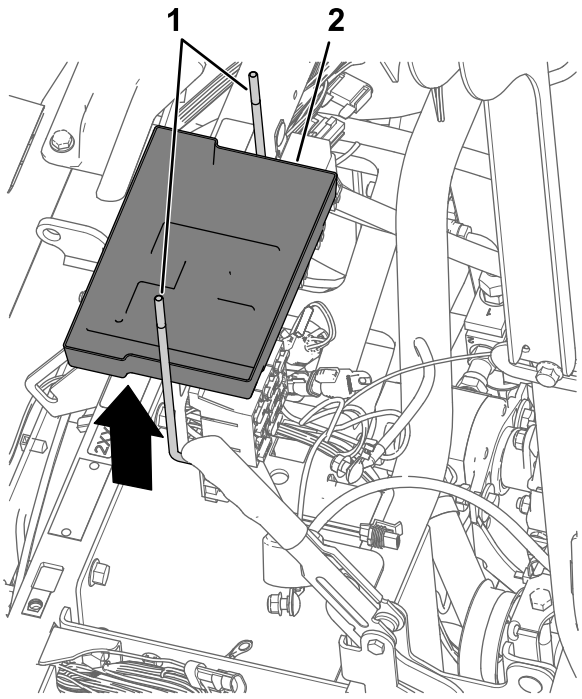

Figur 173
5. Afmonter de 2 J-bolte og batteribakken fra batteribeslaget (Figur 173).